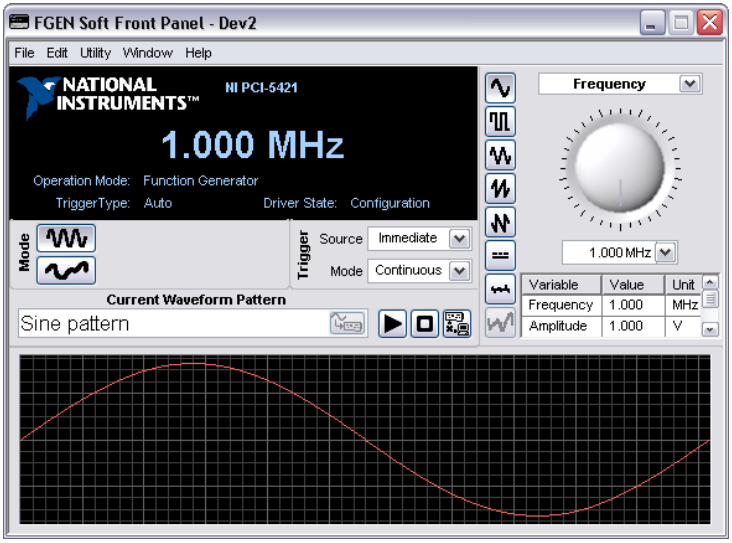

図 5　FGEN ソフトフロントパネル
2. 図 5 のように、取り付けたデバイスが FGEN SFP ディスプレイに表示されていることを確認します。**編集→デバイス構成**を選択してデバイス構成ダイアログボックスを表示し、ドロップダウンリストボックスからデバイスを選択することにより、異なる信号発生器を選択することができます。
2. 図 5 のように、取り付けたデバイスが FGEN SFP ディスプレイに表示されていることを確認します。**編集→デバイス構成**を選択してデバイス構成ダイアログボックスを表示して、ドロップダウンリストボックスからデバイスを選択することにより、異なる信号発生器を選択することができます。